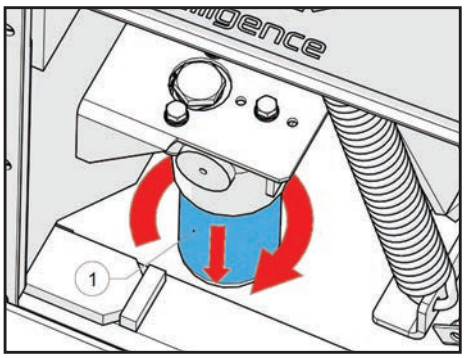

FIGURE 6
1. Dévisser le filtre derrière le panneau gauche (FIGURE 6) et laisser couler l'huile environ 15 min.